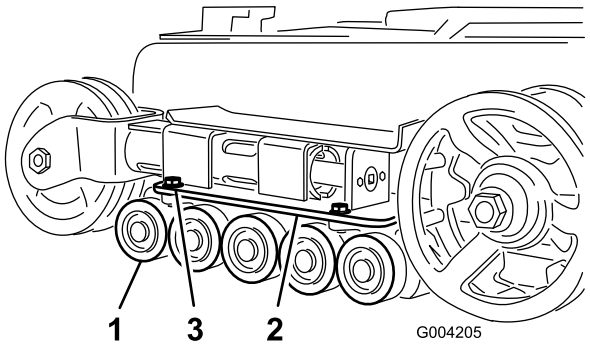

Figuur 47
2. Draai de 4 bouten los waarmee de onderste rupsbandgeleider met de wegwielen is bevestigd en verwijder de schroeven (Figuur 47).